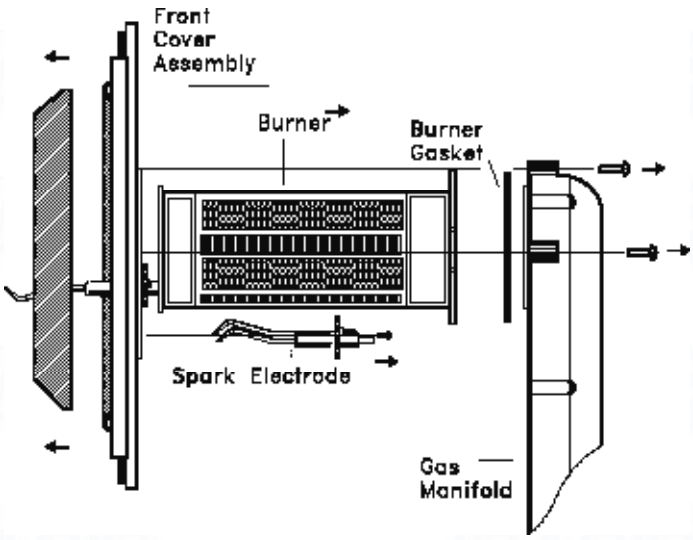

Fig.40
8.11.1 For access ref. sect. 8.9 (fig.40).